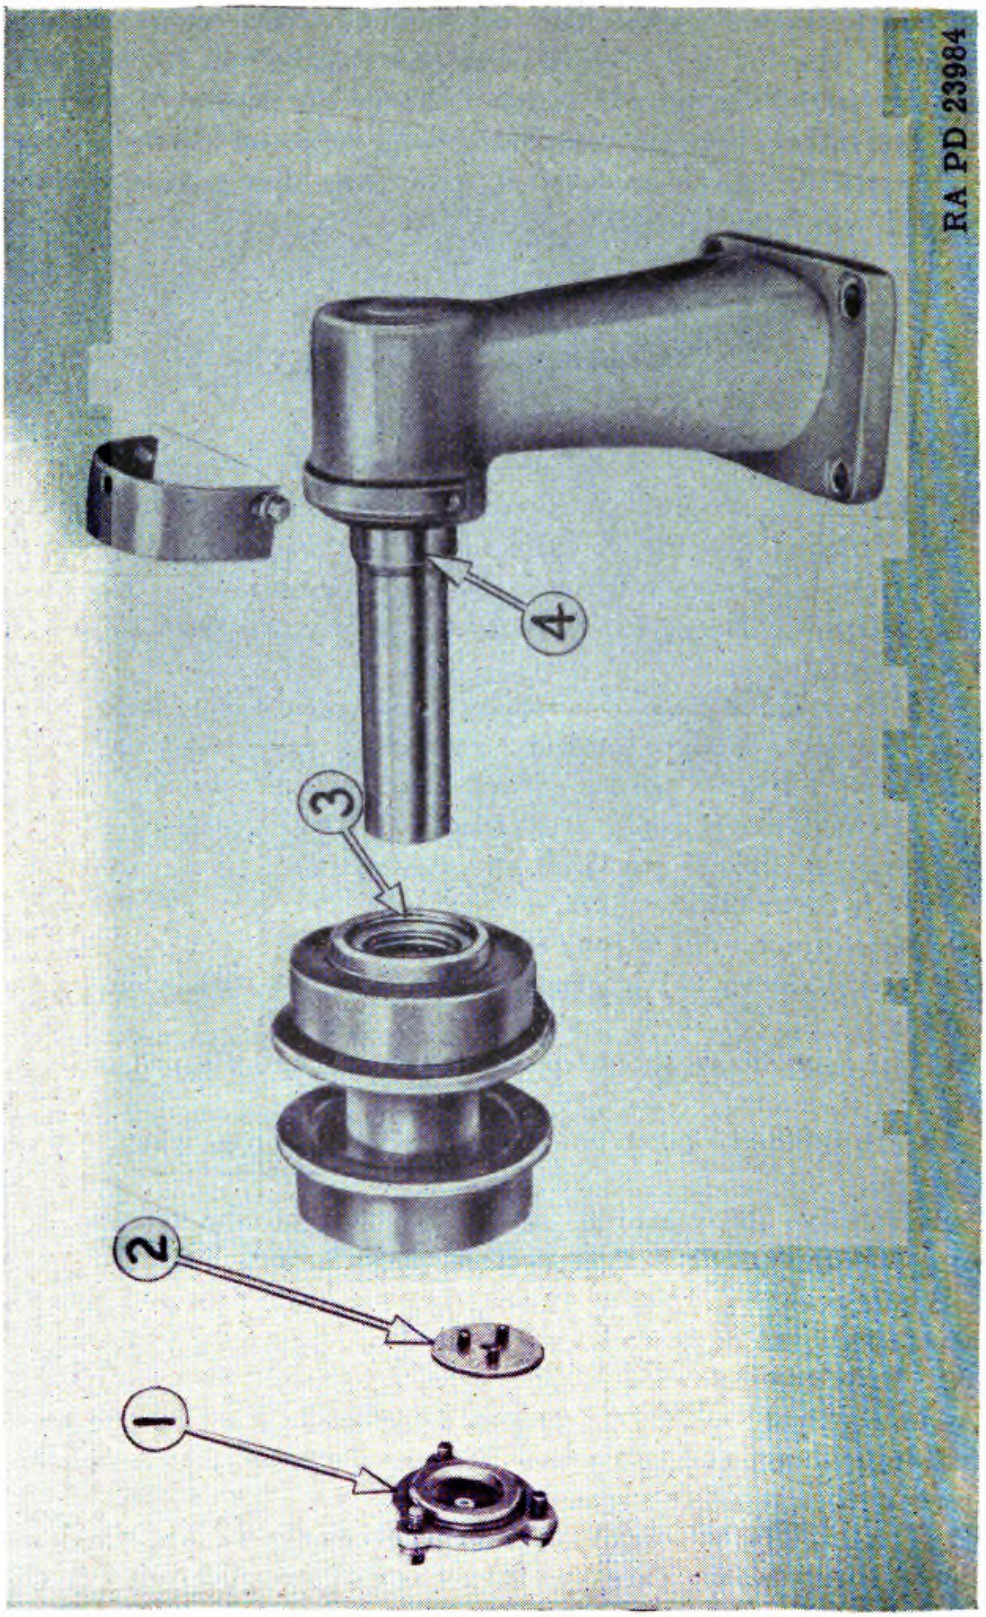
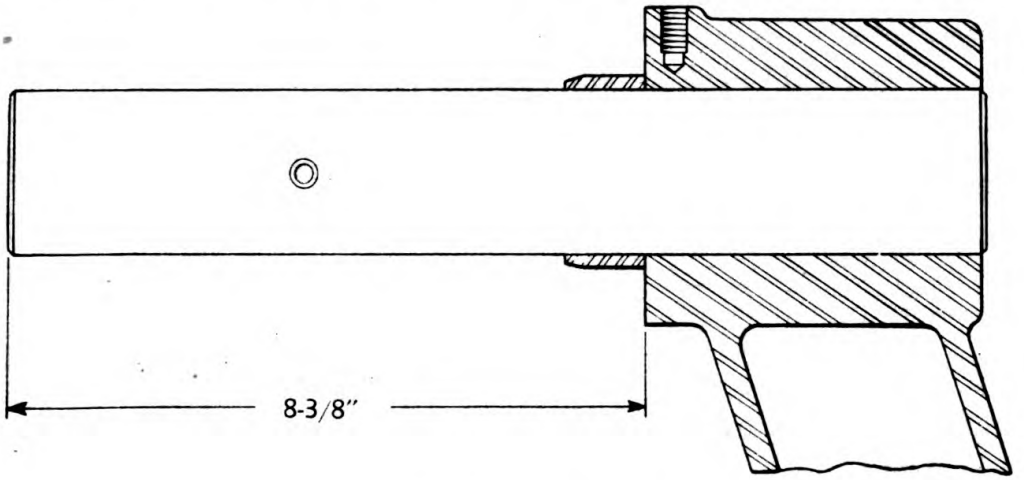

FIGURE 152.—Track carrier roller assembly.
FIGURE 153.—New shaft installation.
(1) Insert a short piece of hardwood 2 inches by 4 inches or a 2-inch diameter pipe between the sprocket and track.
(2) Back up tractor until the track clears carrier rollers.
(3) Remove carrier roller from tractor.
(4) Take off cap (1) (fig. 152) and washer (2).
(5) Slide roller off the shaft.
(6) Note direction of wiping edge on seal (3).
(7) If seal sleeve (4) is grooved, it can be cut with a chisel and removed.
(8) The new sleeve should be heated in oil and slipped onto the shaft.
(9) Care should be taken not to damage the bushings when they are pressed in.
(10) Solvent, dry-cleaning, should be used on the outside of a bushing when pressing it into position.
b. When new shafts are installed, they should be pressed into the brackets to give an 8⅜-inch length as shown in figure 153.